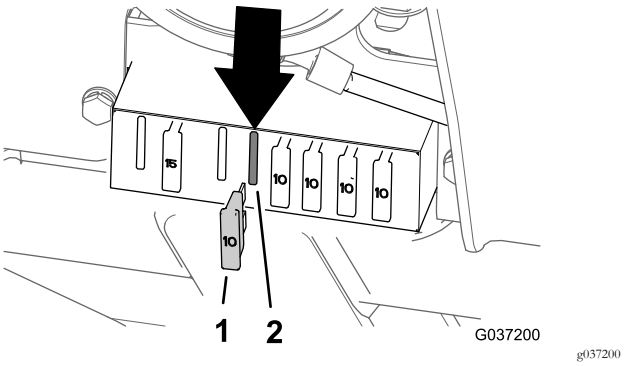

Figura 37
- Modelo 30651 – 4.ª posição de fusível a contar da esquerda (Figura 37)